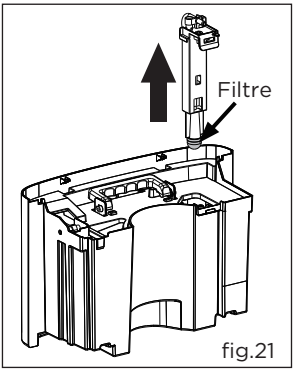

fig.21
c. Retirez l'ouvrage de drainage de la pompe et nettoyez le filtre au niveau du bouton du tuyau. fig.21